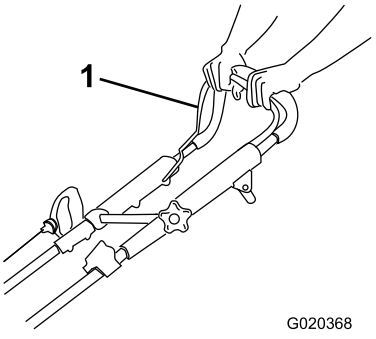

Figur 17
1. Håll knivstyrstången (Figur 17) mot handtaget.